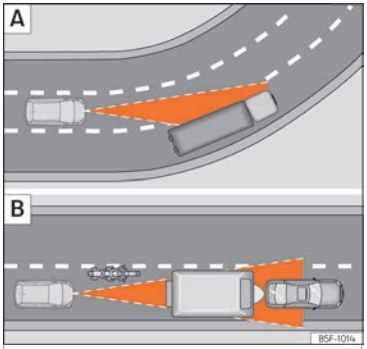

Fig. 161 A Vehicle on a bend. B Motorcyclist ahead, out of range of the radar sensor.
The ACC may not detect the vehicle in front on a curve, or may regulate the distance from vehicles in other lanes ››› **Fig. 161** A.
- Vehicles that are not aligned while driving or that are outside the sensor's detection area, such as motorcycles ››› **Fig. 161** B